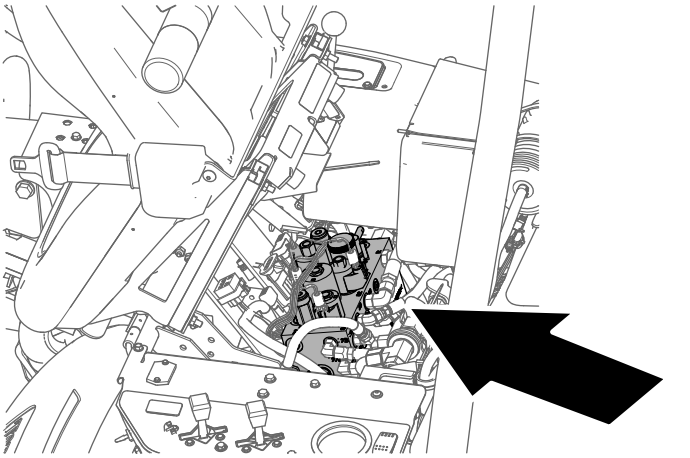

Figura 66
2. Incline el asiento del operador hacia adelante y coloque la varilla de sujeción (Figura 66).